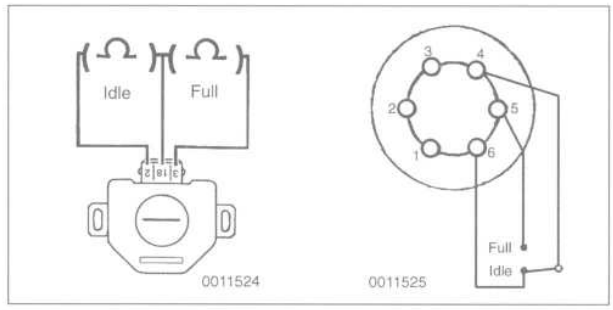

Fig. 8. Throttle position switch terminal identification for cars with manual transmission (left) and automatic transmission (right).
3. On cars with automatic transmission, turn the ignition on and check for supply voltage (VDC) between terminal 5 and ground and between terminal 6 and ground. If voltage is not present, check the wiring from the ECM. See Fig. 8.